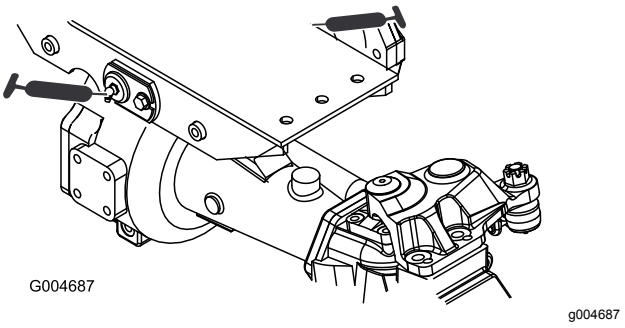

Figuur 61
- Lagerbussen van draaipunt van voor- en achteras (2) (Figuur 61)